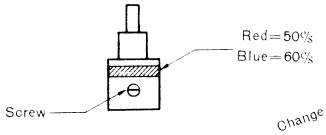

Fig. 2
a) Take off the turntable, setting the speed selector to position OFF, and then exchange the pulley which is fixed to the motor shaft by a screw. The pulley for either 60 or 50 cycle is classified by colour as illustrated in Fig. 2 When exchanging the pulley, caution should be taken neither to bend, scratch nor apply oil to the pulley. This would cause rumbling or wow.